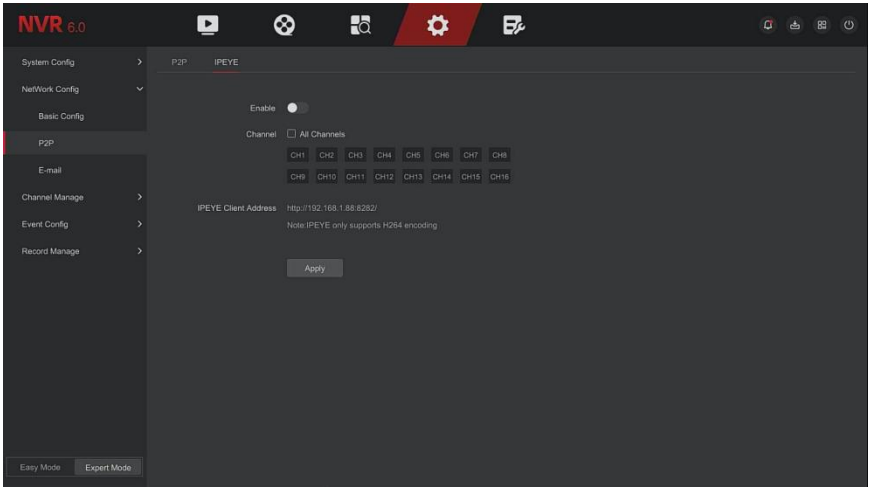

Figure 5-72
Step 1: In the main menu, choose "Config → Expert Mode → Network Config →P2P →IPEYE" to enter IPEYE setting interface, as shown in Figure 5-72 below.